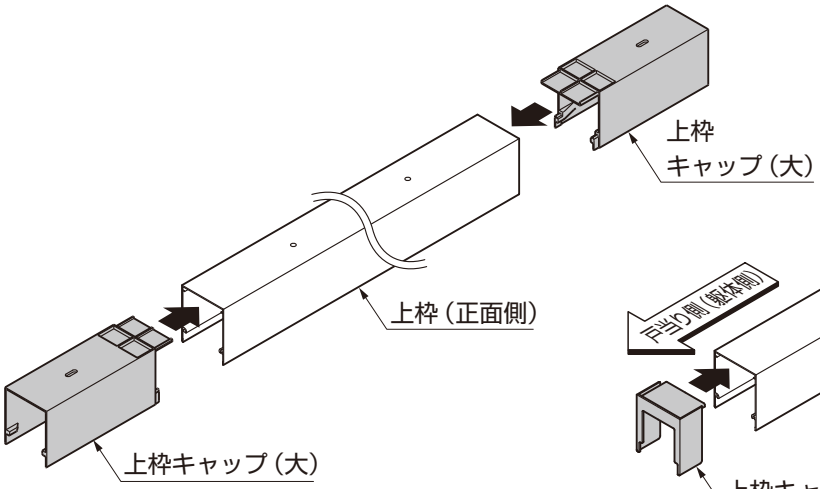

図6-15　正面側
①正面側の上枠の両端に上枠キャップ（大）をはめ込んでください。（図6-15参照）